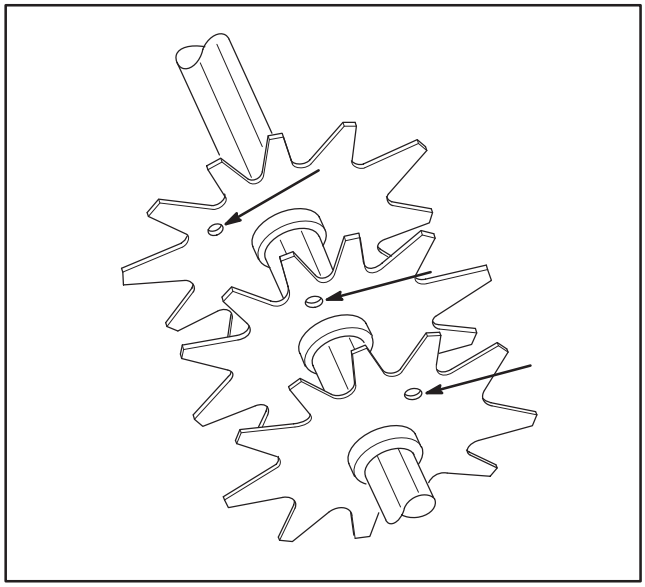

Figure 14
INSTALLING DETHATCHER BLADES (Fig. 14)
4. Install the next blade counter−clockwise so the index reference hole is not aligned with the first blade hole by one hex of the shaft (Fig. 14). Continue to install spacers and blades in this manner until the full complement of blades have been installed. When properly assembled, the blades will be staggered in such a manner to give a helix appearance.